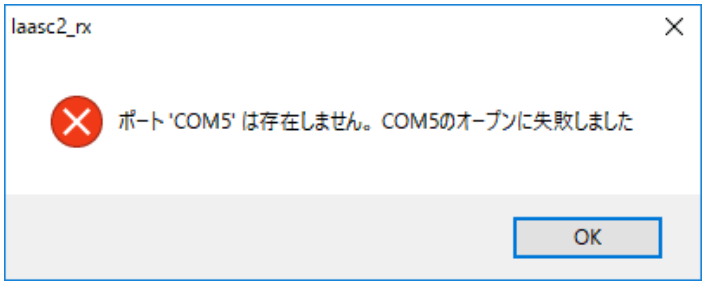

図 3-3 ポート初期化失敗(例:COM5 設定時)
(1)「ポート‘COM*’は存在しません。COM*のオープンに失敗しました」と表示された場合（図 3-3)